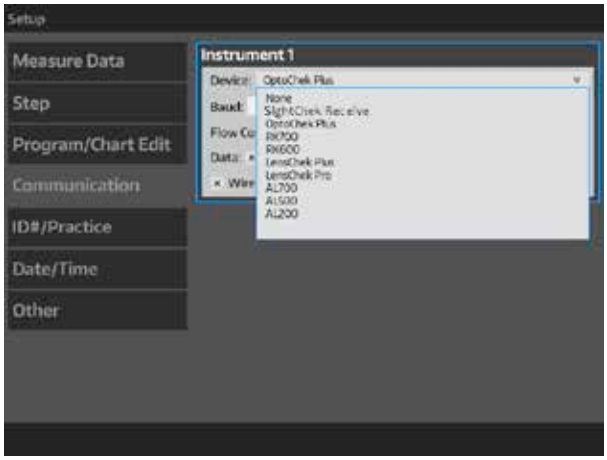

Figure IS-39 Menu Paramètres
2. Sélectionner l'instrument dans la liste déroulante de l'onglet Dispositifs. Se reporter à la Figure IS-39.